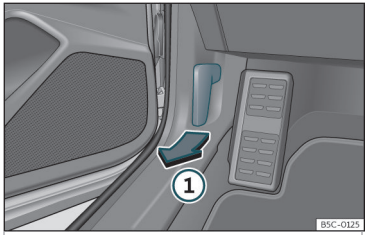

Fig. 183 Release lever in the driver's footwell area.
- Open the door and pull the lever under the dashboard››› Fig. 183 ①.